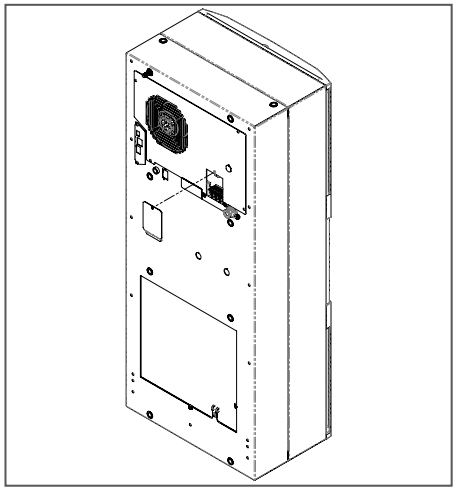

Figure 10
1. Dévissez la vis du panneau d'accès de l'évaporateur, puis retirez le panneau d'accès de l'alimentation électrique (voir la Figure 10).